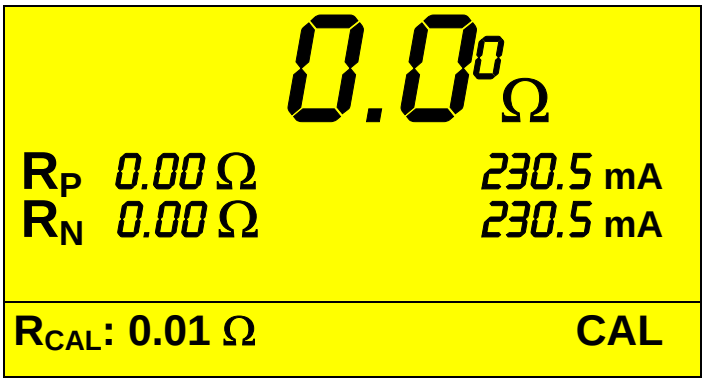

Fig. 4: Visualização do resultado com os Terminais em curto-circuto
6. Premir o botão START. O valor médio da resistência dos cabos e dos terminais usados será visualizado no display principal do instrumento (ver Fig. 4).